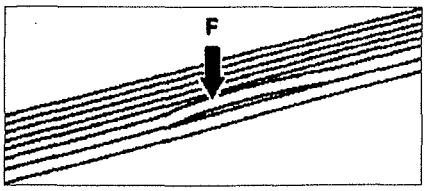

Рис. 1.3. Разрыв ребер ремня F.
- разрыв ребер ремня **F** (см.рис.1.3);